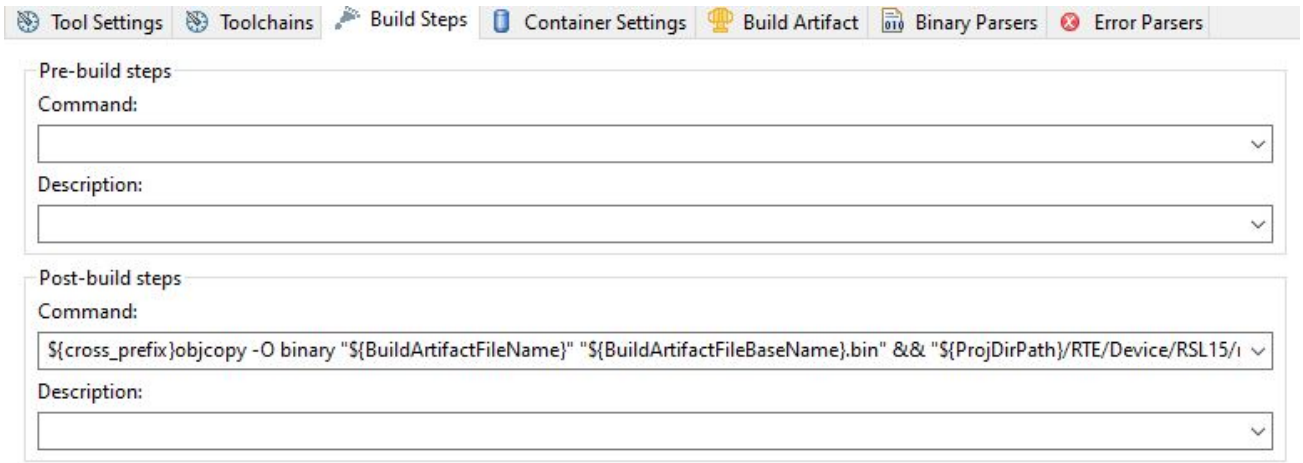

**Figure 18. Post-Build Steps**
7. Modify the project post-build steps (see the "Post-Build Steps" figure (Figure 18)) to generate the FOTA image in both Debug and Release build configurations, by going to **Project** > **Properties** > **C/C++ Build** > **Settings** > **Build Steps** > **Post-build steps**. Two steps are required to generate the *.fota* image. First, we need to generate the application sub-image *.bin* file using *objcopy*. Then, we use the *mkfotaimg.exe* tool to generate the FOTA image (*.fota* file). Both commands can be concatenated with `&&` and added to the post-build steps as in the example that follows. To use this command, copy the code from the **Post-Build steps** of the existing sample application *ble_peripheral_server_fota*, as the code in the text below is not directly copyable.